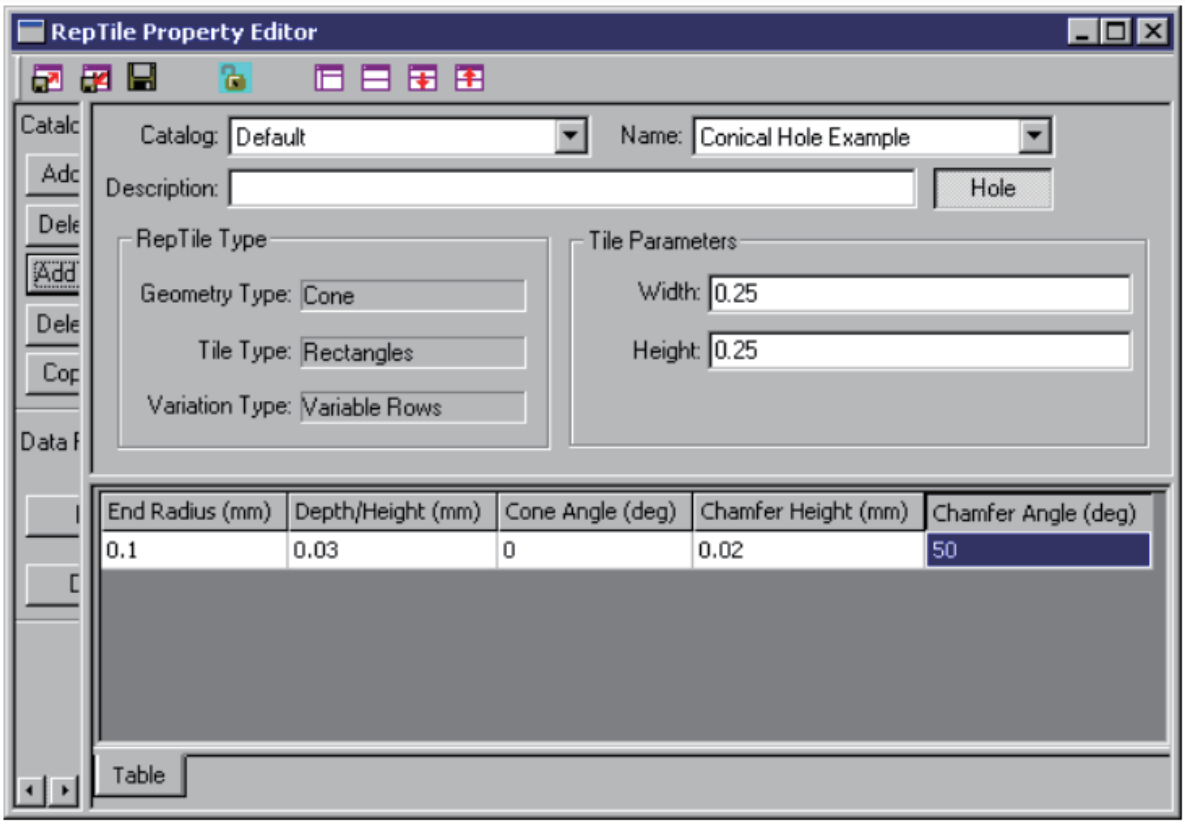

FIGURE 9.14 - Completed template for Conical Hole property example.
9. 上記の幾何学的な値を表の該当列に入力してください。入力結果は図 9.14 と同じになるようにしてください。